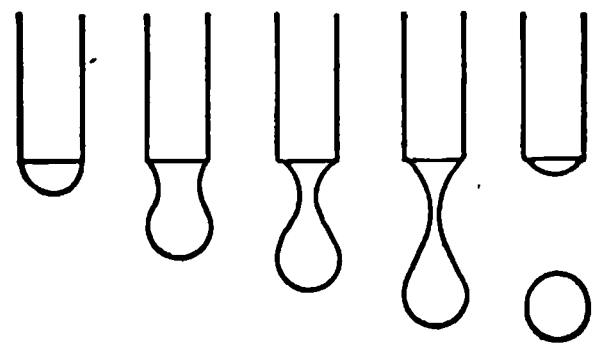

Fig. 99. Pictures showing the formation of a drop.
80. Cohesion and adhesion. When a drop of water falls through the air, it draws itself into an almost perfect sphere (Fig. 99). Similarly, lead shot are made by letting molten lead fall from a sieve at the top of a tower into a pool of water at the bottom. In general, a liquid when left to itself tends to get into the shape which has the smallest possible surface. That is, the surface of a liquid acts like a stretched elastic membrane, which contracts whenever it can. This tendency is called **surface tension.**